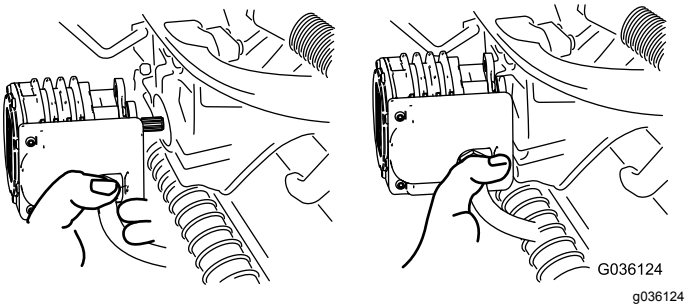

Figuur 54
4. Zet de motor in de opbergruimte op de voorkant van de ophangarm (Figuur 54).